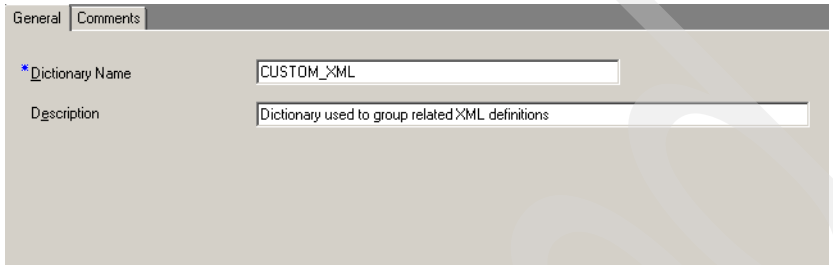

Figure 15-11 Create a new XML Dictionary
4. Provide a Dictionary Name as shown in Figure 15-11. This name should be unique among the set of XML Dictionaries already defined in the Data Interchange Services client. For the purpose of this example, we have named the XML Dictionary `CUSTOM_XML`.